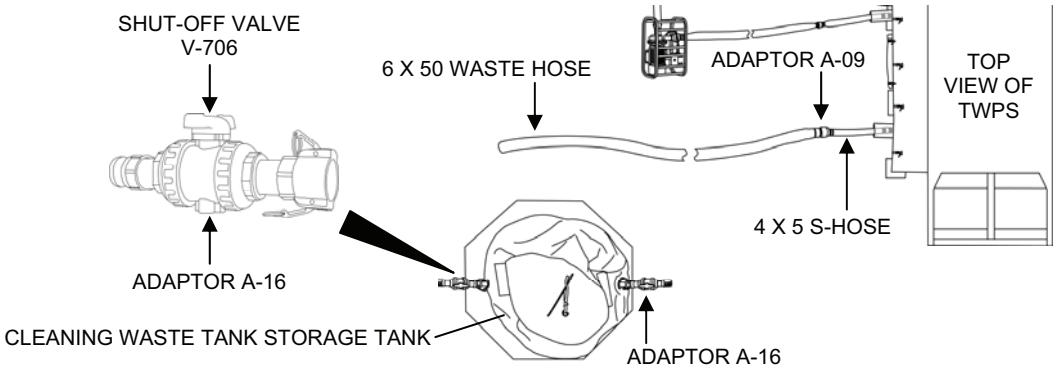

Figure 9. Cleaning Waste Storage Tank Set-Up.
1. Make sure the cleaning waste storage tank is set up as follows (Figure 9):